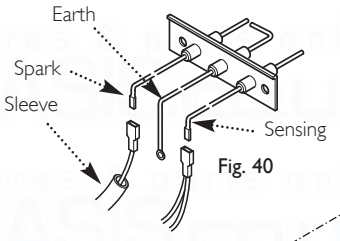

Fig. 40
8. Disconnect the leads from the centre and right hand terminals (earth and flame sensing probe) (Fig. 40). Reconnect in reverse order.